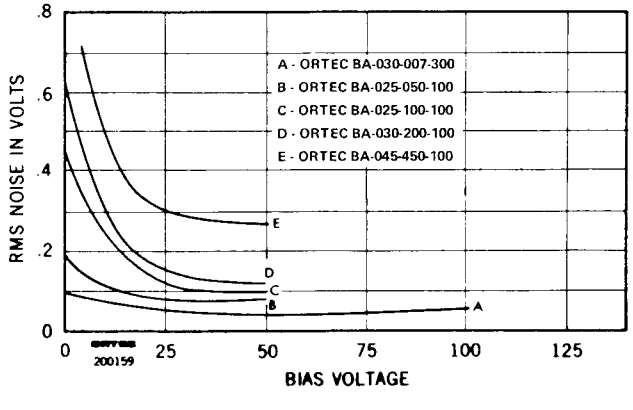

Fig. 4.4. Amplifier and Detector Noise vs Bias Voltage.
3. The amplifier noise resolution spread can then be obtained by measuring the FWHM of the pulser spectrum. The detector noise resolution spread for a given detector bias can be determined in the same manner by connecting a detector to the preamplifier input. The amplifier noise resolution spread, of course, must be subtracted. The detector noise will vary with detector size, bias conditions, and possibly with ambient conditions, as indicated in Fig. 4.4.